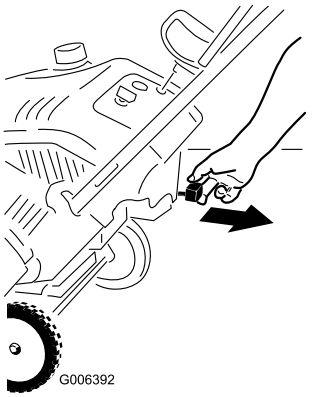

Rysunek 14
2. Wyciągnij dźwignię ssania (Rysunek 14).